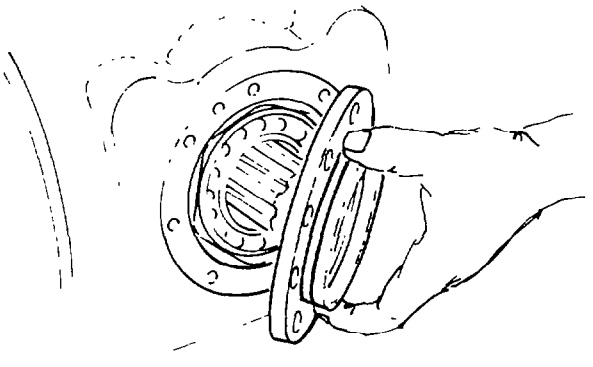

Fig. 273 — Removing Rear Bearing Cover
m. Remove the rear bearing cover retaining bolts and remove the bearing cover by inserting two 3/8 in. — 16 UNC bolts in the threaded holes in the bearing cover and turning the bolts evenly and alternately (see fig. 273).